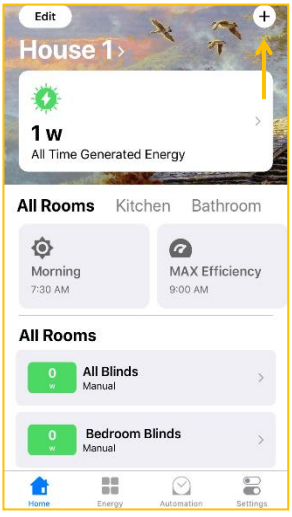

Figure 24
10.7.1. Click **+** in the top right corner to start *(Fig. 24)*.